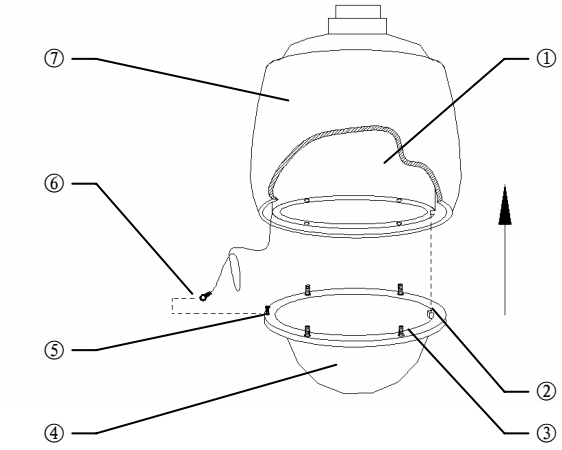

图 13
③不脱落螺钉（4 颗）④半球罩
⑤自攻螺钉 ⑥吊链连接片
⑦外桶
2、操作方法（见图 13）